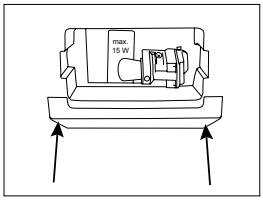

Рис. 4
2. Снимите плафон лампы, нажав на его верхний край для того, чтобы освободить из двух зажимов (рис. 4).